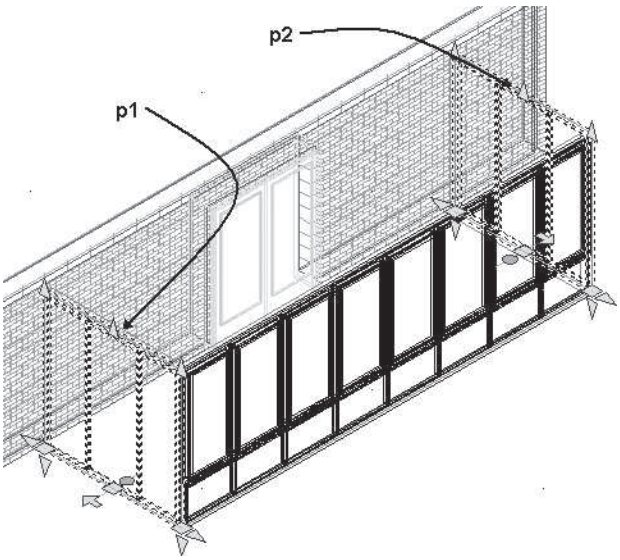

FIGURE 6.47 *Editing curtain wall style*
13. Select the curtain walls at **p1** and **p2** as shown in Figure 6.47, right-click select Properties, and choose **Sun Room** from the Style drop-down list of the Design tab of Properties.